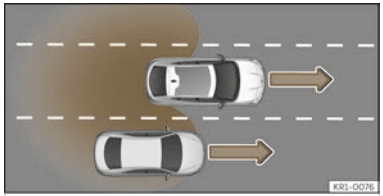

Fig. 155 Overtaking in the central lane and then joining the right lane.
- When overtaking another vehicle ››› **Fig. 155** with a speed difference of approx. 10 km/h (6 mph). If the vehicle is passing at a considerably higher speed, no indication will be displayed.